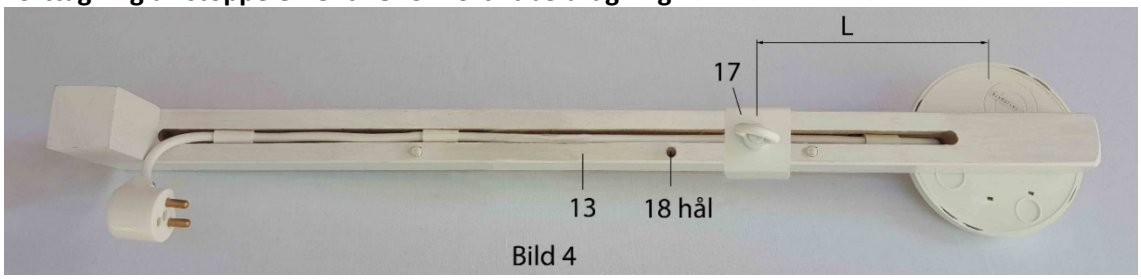

Bild 4
Stoppelementets 18 placering på kabeldragningsarmen(13) hindrar glidöglan(17) att komma för nära kabeldragningsarmens tyngdpunkt. Stoppelement 18 kan dras ut ur det avsedda hålet om man önskar att minska kabeldragningslängden(L) ytterligare i förhållande till det befintliga takarmaturuttaget. Om du önskar att ta ut stoppelement 18 greppa tag i det med en tång och dra den försiktigt ut ur hålet. Se bild 4. I beskrivningarna nedan har anordningen alla 3 stoppelementen på kabeldragningsarmen.